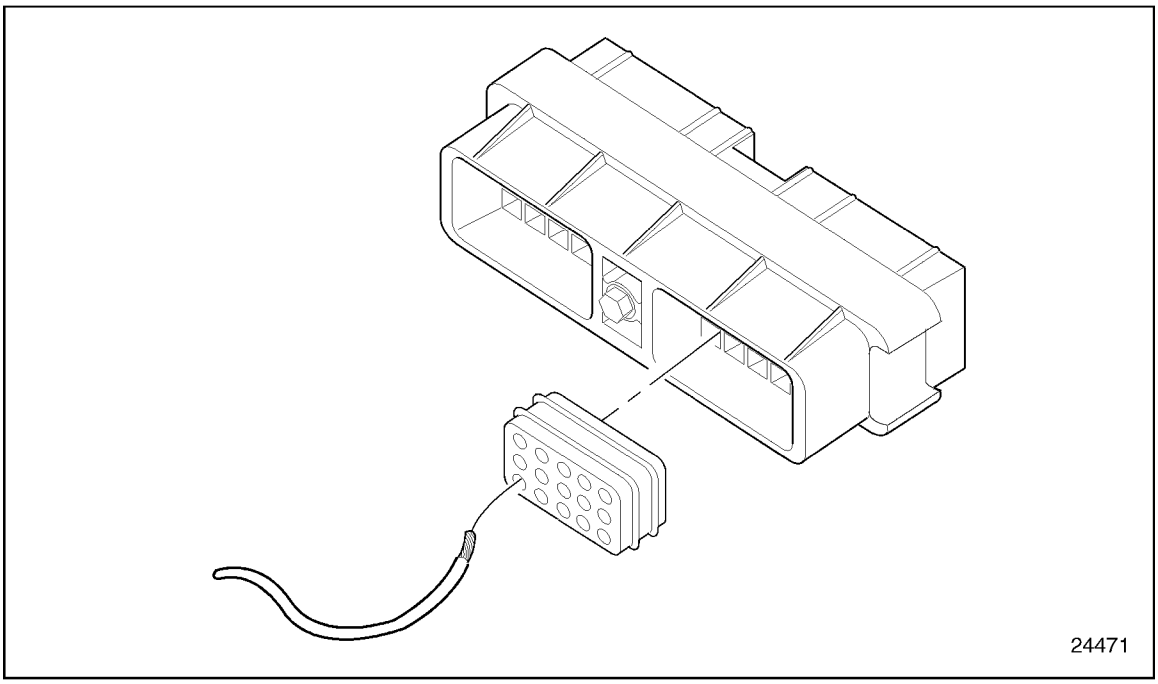

Figure 8-32 Inserting Wire Connector
1. Push the cable through the correct cavity of the seal and connector. See Figure 8-32.